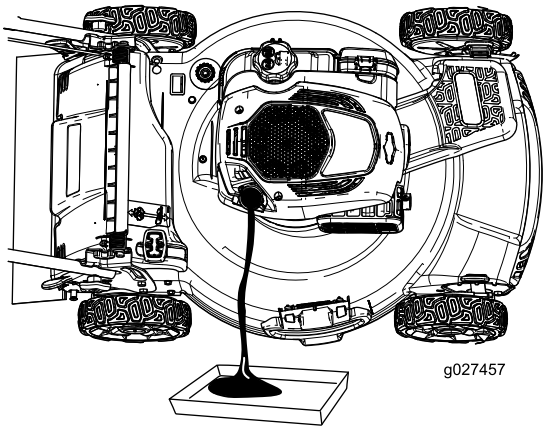

Figur 33
7. Tip maskinen over på siden med oliepåfyldningsrøret nedad, så den brugte olie kan løbe ud gennem oliepåfyldningsrøret ned i olieaftapningsbakken (Figur 33).